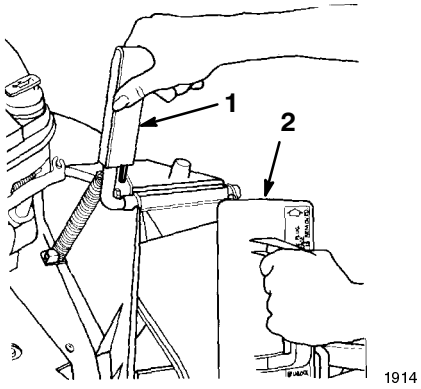

Bild 5
2. Öffnen Sie die Auswurfkanalklappe am Griff durch Rückwärtsziehen (Bild 5).
4. Drehen Sie die Abdeckung beim Einführen ein wenig im Uhrzeigersinn (Bild 5).